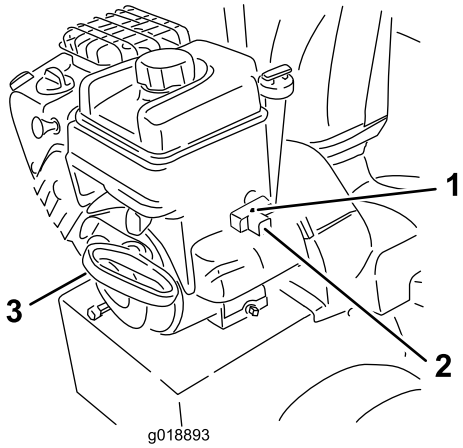

Bild 25
7. Lassen Sie die Maschine mit dem Rücklaufstarter oder dem Elektrostarter an (Bild 25).